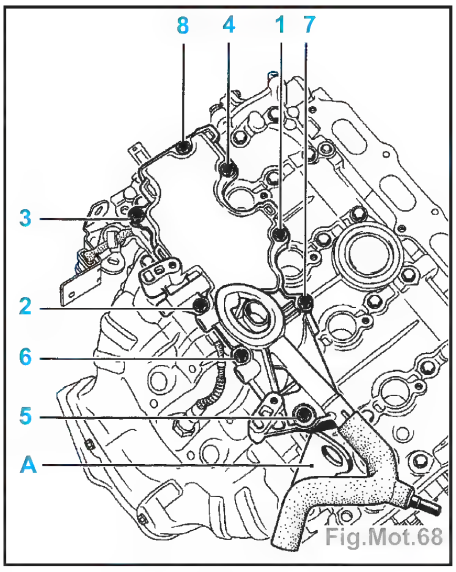

Fig.Mot.68
- Reposer le décanteur d'huile et le serrer au couple de 1,3 daN.m dans l'ordre préconisé (Fig.Mot.68).